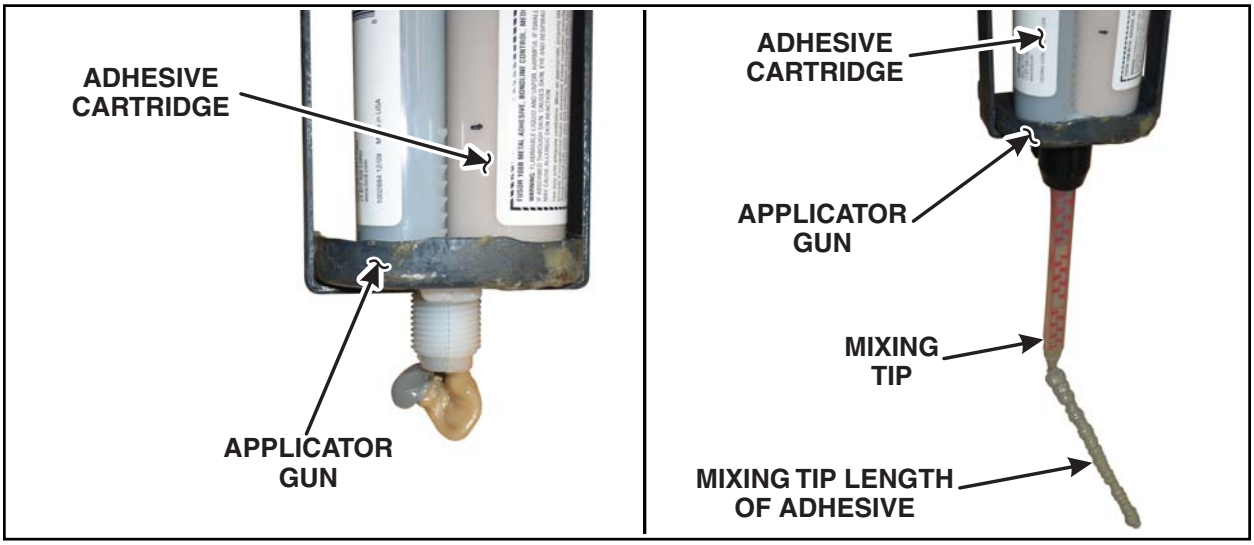

FIGURE 5A **FIGURE 5B**
3. Squeeze out a small amount of adhesive to ensure both sides of the adhesive cartridge are flowing equally. See Figure 5A.